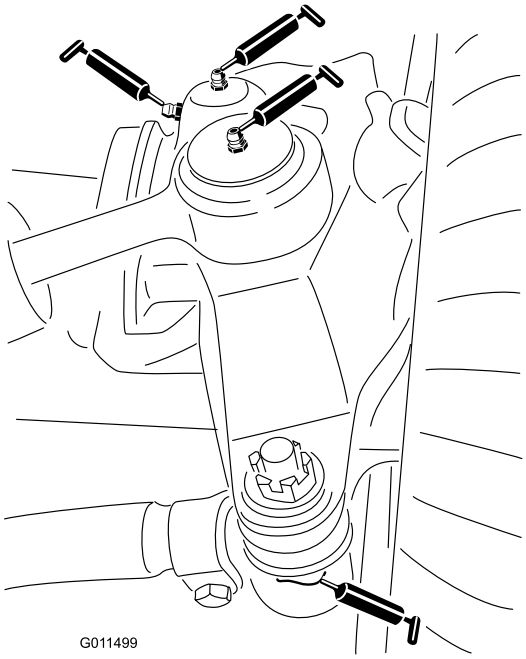

Figura 40
- Articulaciones esféricas del cilindro de dirección (2) (Figura 40)
- Articulaciones esféricas de las bielas (2) (Figura 40)
- Casquillos del pivote de dirección (2) (Figura 40). **El punto de engrase superior del pivote de dirección debe lubricarse solamente cada año (2 aplicaciones).**